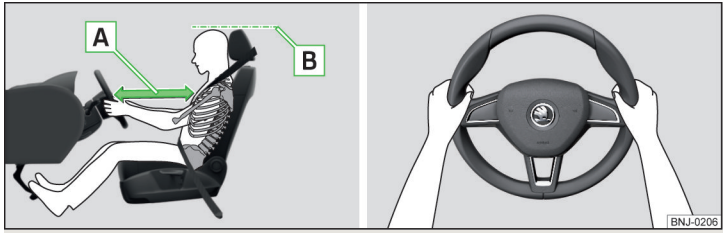

Fig. 14 **Posición de asiento correcta del conductor / Posición correcta del volante**
✓ Ajustar el volante de tal modo, que la distancia entre el volante y el esternón sea, como mínimo, 25 cm » fig. 14 - A.
✓ Ajustar el reposacabezas de tal modo que el borde superior del mismo se encuentre, a ser posible, a la misma altura que la parte superior de su cabeza (no es válido para los asientos con reposacabezas integrado)» fig. 14 - B.
- Durante la conducción, sujete el volante con ambas manos por el borde exterior de los lados en las posiciones de las “9” y “3” horas » fig. 14. No sujete nunca el volante en la posición de las “12 horas” o de cualquier otro modo (p. ej., en el centro, en el borde interior del volante, etc.). De lo contrario puede generarse lesiones graves en los brazos, manos y la cabeza cuando se activa el airbag.
✓ Ajustar el reposacabezas de tal modo, que el borde superior del mismo se encuentre dentro de lo posible a la misma altura que la parte superior de su cabeza » fig. 14 *de la pág. 18* - B (no es válido para asientos con reposacabezas integrados).
✓ Ajustar los reposacabezas de tal modo, que el borde superior de los mismos se encuentren, de ser posible, a la misma altura que la parte superior de la cabeza » fig. 14 *de la pág. 18* - B.